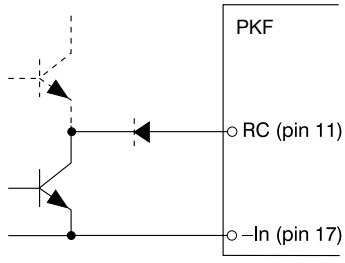

Figure 1
Turn-on or turn-off can be realized by using the RC-pin. If pin 11 is connected to pin 17 the power module turns off. Normal operation is achieved if pin 11 is open (NC). To ensure safe turn-off the voltage difference between pin 11 and 17 shall be less than 1.0V. The pin is to be connected to an open collector output with a sink capacity of >300 µA (see fig. 1).